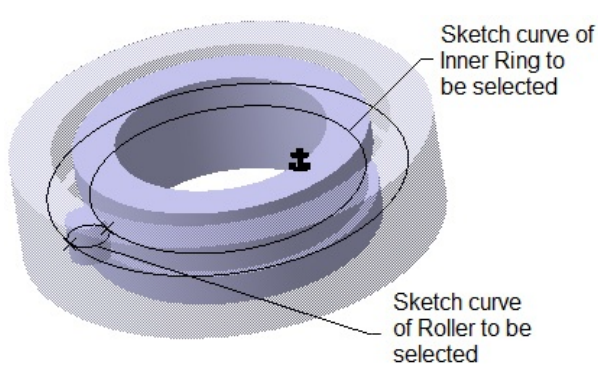

Figure 16-93 *Sketch curves selected for the* ***Roll Curve Joint***
The final assembly of the Roller Curve mechanism looks similar to the one shown in Figure 16-93. In this figure, the transparency of the Outer Ring is changed for better visualization.
2. Select the sketch curve of the Inner Ring, as shown in Figure 16-93; you are prompted to select the second curve.
3. Select the sketch curve of the Roller, as shown in Figure 16-93.